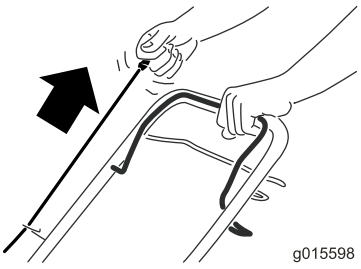

Figur 17
2. Dra i startsnörehandtaget (Figur 17).